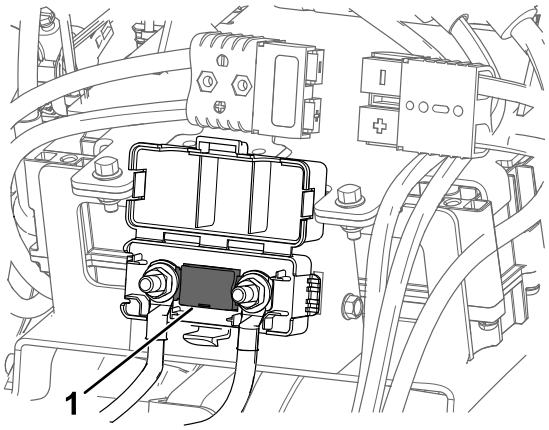

Rysunek 33
6. Zlokalizuj bezpiecznik i wymień go (Rysunek 33).